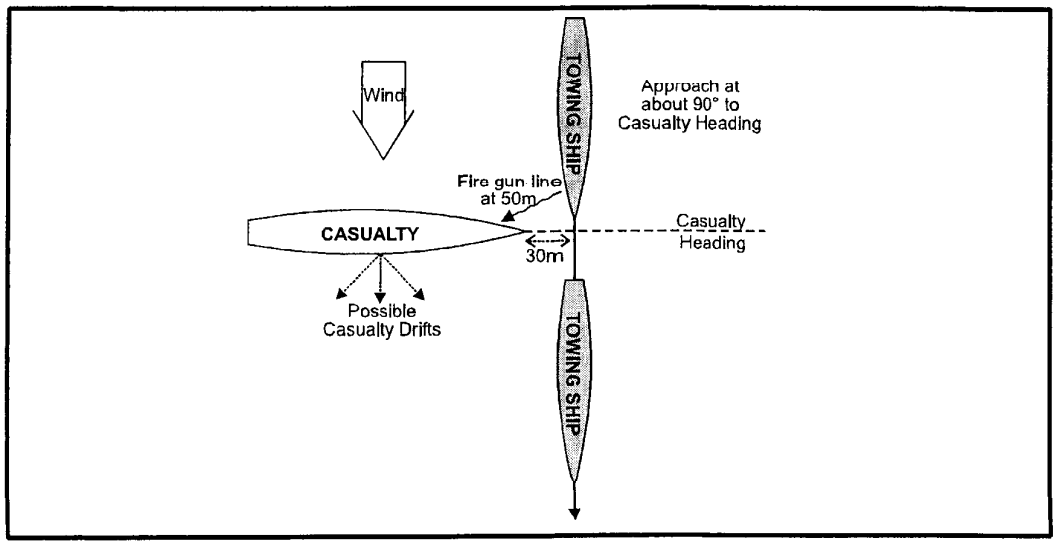

Fig 5-9. Basic Downwind Approach from the Windward Side of the Casualty
- Select an approach track into wind that converges at an angle of about 90° to the heading of the *Casualty* (see Fig 5-9). The track should aim to pass 30 metres ahead of the *Casualty*'s bows, allowing for any 'sailing' movement of the *Casualty*, ahead or astern.